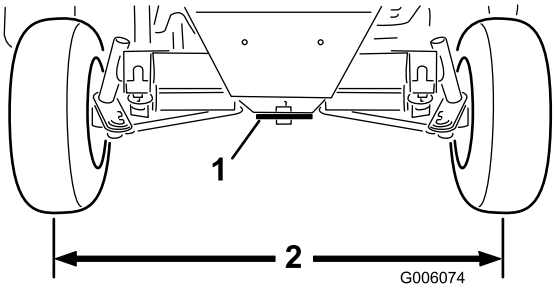

Figur 58
3. Juster begge styreforbindelsesstænger, indtil afstanden fra midten til midten foran og bag baghjulene er den samme (Figur 58).